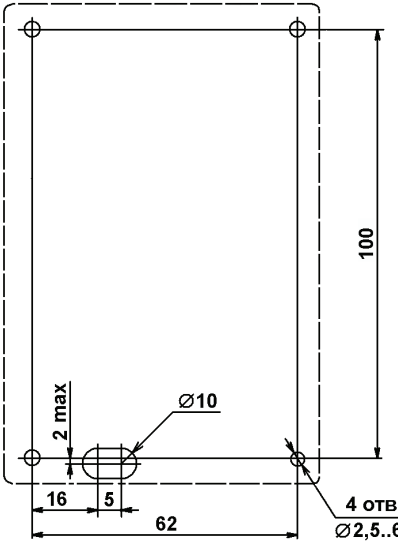

Рисунок 20 – Крепление контроллера (установочные размеры)
2) Прорезать в стене канал для укладки кабеля контроллера (п. 2, поз. 2), или выполнить в лицевой панели стены отверстие (рисунок 20) для протяжки кабеля;